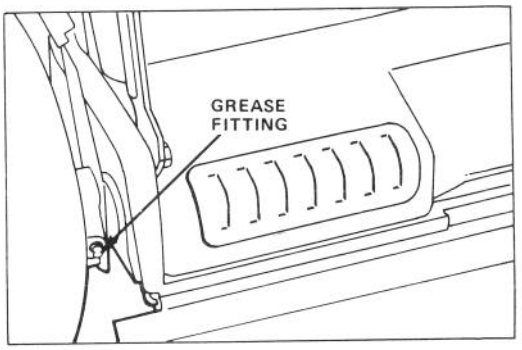

Figure 20
2. Move rear wheel height-of-cut levers to "C" setting. Wipe grease fittings with clean rag (Fig. 20). Install grease gun onto fitting and gently apply 1 or 2 pumps of #2 Multi-Purpose Lithium Base Grease.